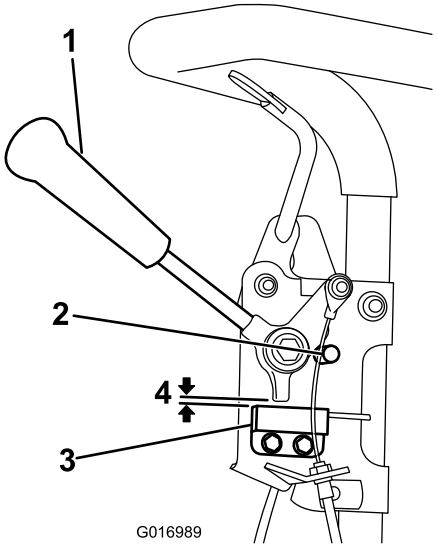

Figur 33
1. Påse at motoren er av og trekkspaken er frakoblet og hvilet mot fri-stopp (Figur 33).
2. Løsne monteringsfestene til sperrebryterne (Figur 33).
3. Plasser et 0,812 mm tykt mellomlegg mellom trekkspaken og sperrebryteren (Figur 33).